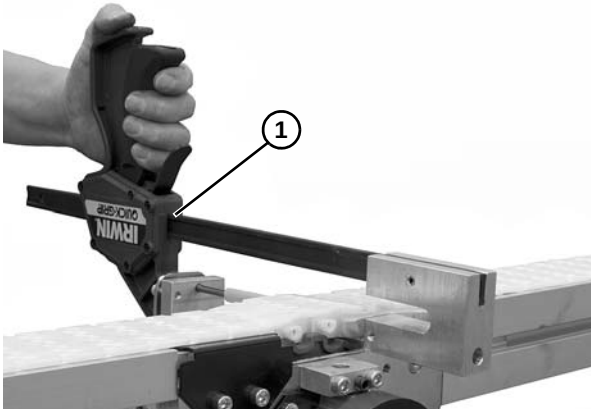

Figure 86
6. Use belt removal tool #203480 **(Figure 86, item 1)** or a punch and hammer to push the belt rod out by striking the rod end.